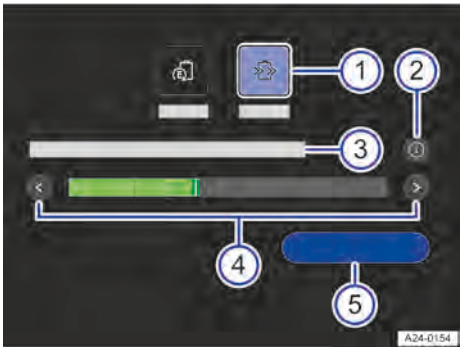

Bilde 93 Infotainmentsystem: Funksjonsfelter og visninger for driftsmodusen Auto EV.
1. Velg driftsmodusen ***Auto EV*** → Bilde 93 ①.
2. Trykk på funksjonsfeltet ***Still inn manuelt*** → Bilde 93 ⑤.
3. Flytt bryteren med pilene for å stille inn ladenivået du vil reservere → Bilde 93 ④.
1. Trykk på ⓘ under valg av driftsmodus → Bilde 93 ②.